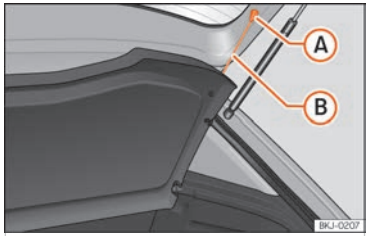

Fig. 139 Al maleter: desmuntar i muntar la safata.
- Desenganxeu els tirants de subjecció ››› fig. 139 (B) dels allotjaments (A).
- Enganxeu els tirants de subjecció ››› fig. 139 (B) a la porta posterior.